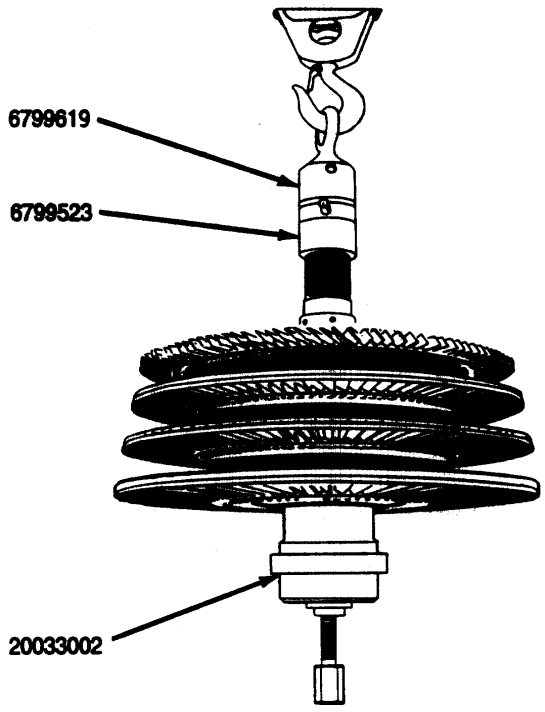

Figure 15. Removing Roller Bearing Inner Race and Labyrinth Seal Using 23033002 Puller
a. Attach 6799523 trunnion adapter and 6799619 lifting adapter on forward end of turbine rotor. (See figure 15.)
e. Install 23033002 puller on rear of turbine rotor. (See figure 15.)